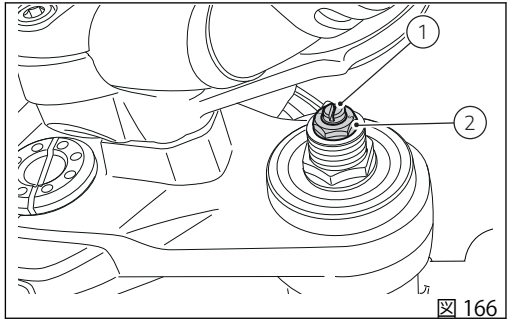
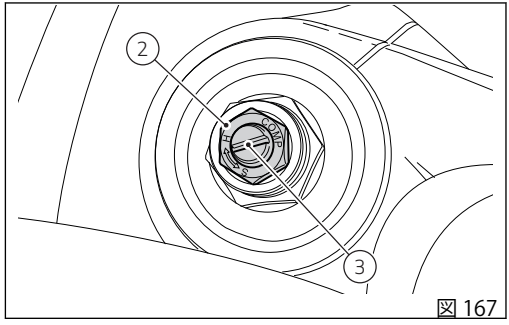

図 166
図 167
1) リバウンドダンピング調整 (図 166)
2) スプリングプリロード調整 (図 166)、(図 167)
3) コンプレッションダンピング調整 (図 167)
各レッグのスプリングプリロードを変更するには、アジャスター (2、 図 166)、(2、 図 167) を六角レンチで反時計回りに完全に回してすべて緩めた位置に合わせます。この位置からアジャスターを時計回りに回し、プリロードを調整します。1 回転がスプリングプリロード 1 mm (0.04 in) に相当します。